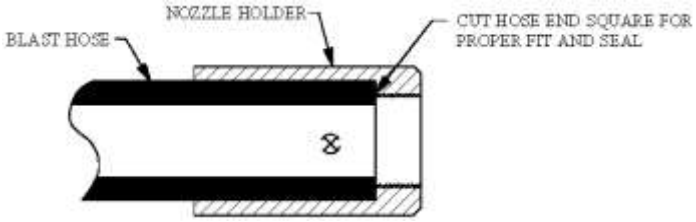

Figure 8.3 – Hose End Fit up
8.8. ***Blast and Air Hose Gaskets:*** All air hose, blast hose, and threaded couplings have gaskets that seal the connection. To protect against loss of air pressure and/or premature abrasive wear replace these gaskets when leaks are found. Inspect the couplings daily for leaks and wear. Replace gaskets when visible wear or leaks are found. When installing or replacing hose couplings cut the hose end square for secure fit (see Figure 8.3). To ensure proper coupling connection always use fittings that are the same brand. See the drawings and part lists in Section 9.0.